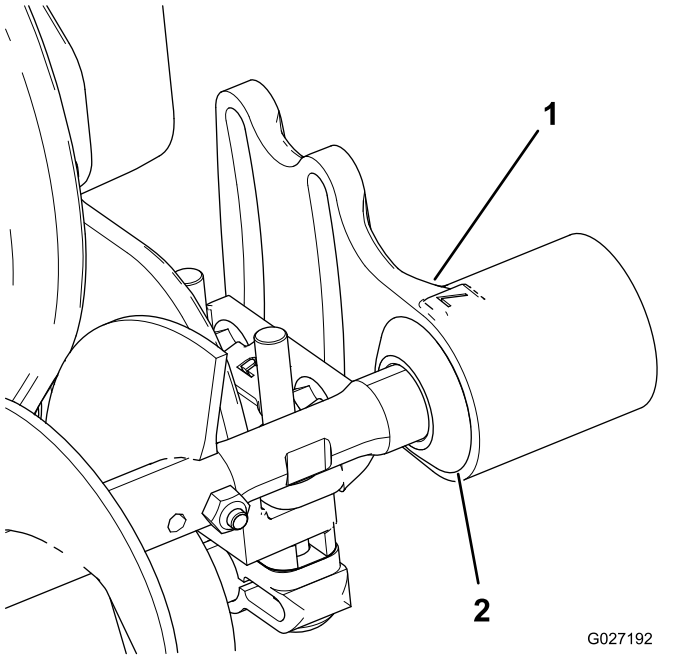

**Рисунок 11**
1. Сдвиньте все защитные уплотнения наружу так, чтобы манжетные уплотнения слегка касались каждого корпуса подшипника (Рисунок 11).